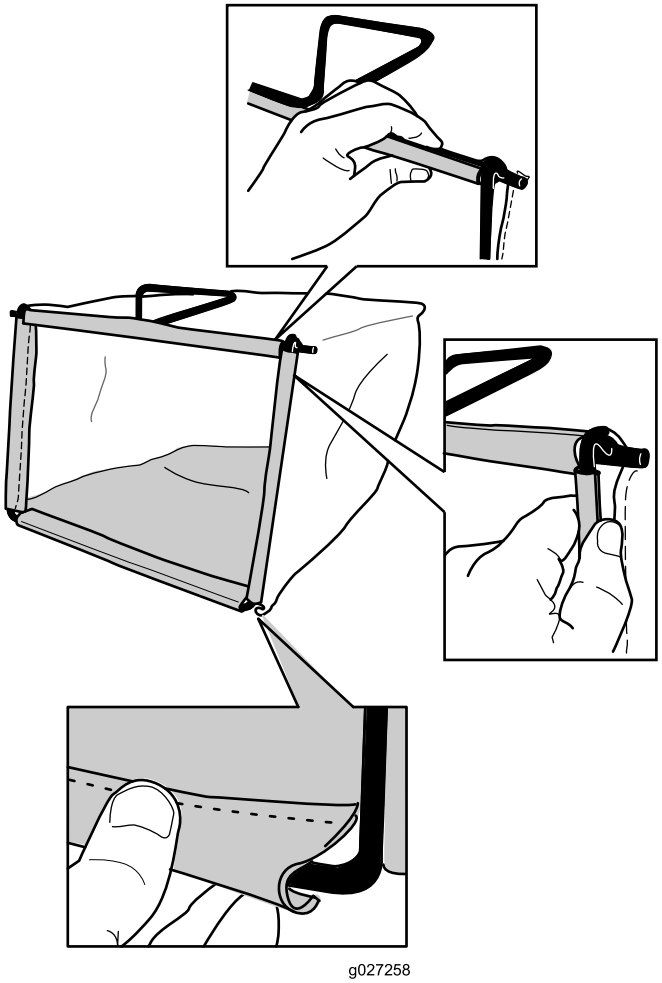

Figura 10
2. Enganche el canal inferior de la bolsa en la parte inferior del bastidor (Figura 10).
3. Enganche los canales superiores y laterales de la bolsa en la parte superior y en los laterales del bastidor, respectivamente (Figura 10).